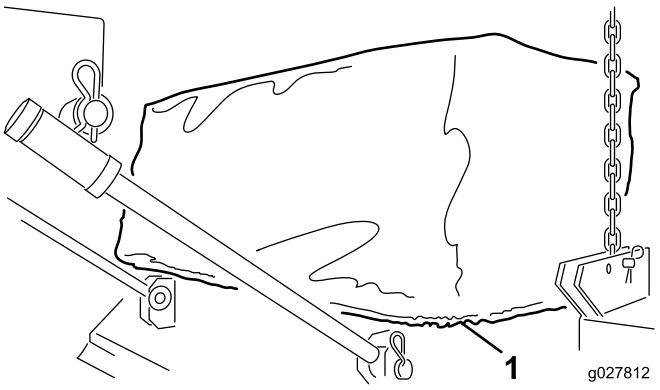

Figur 4
4. Placera den runda tygdelen runt kanten på Versa Vac och däcköppningarna (Figur 4).